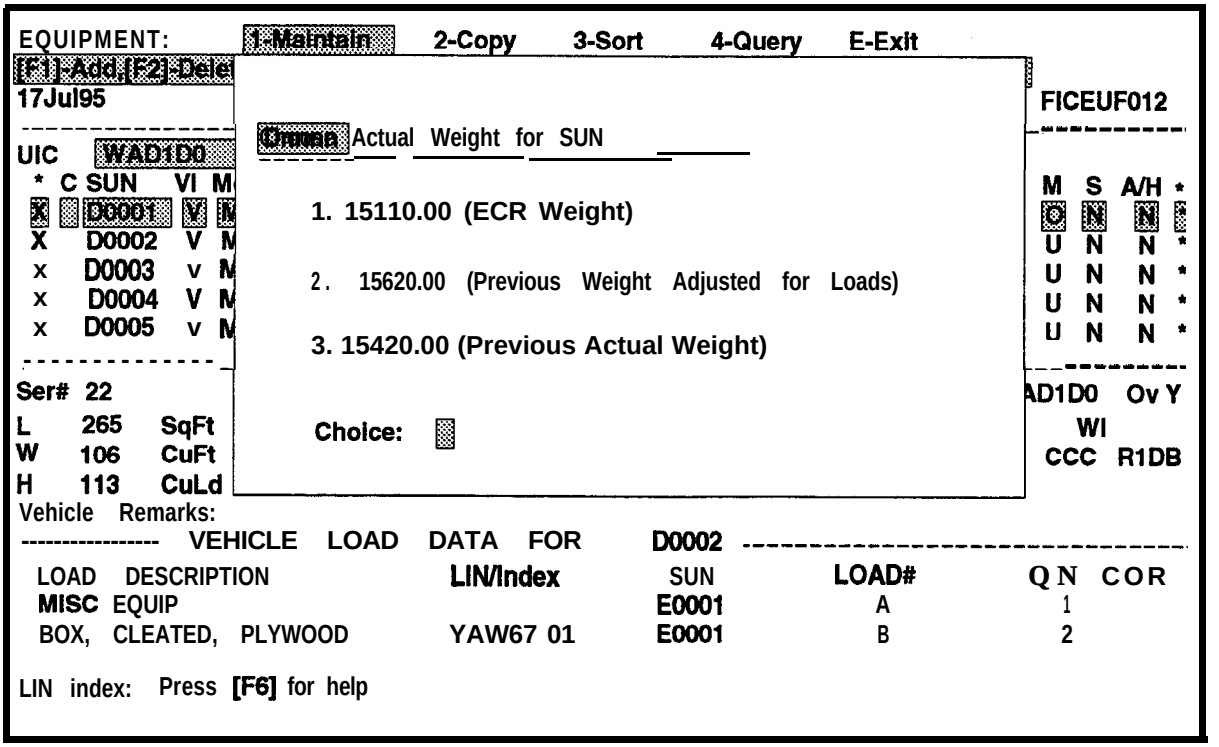

Figure 5-26. Equipment List Data Screen with Choose Actual Weight for Sun Window for a Vehicle Record
(1) If a new value has been entered into **the ActWt** field during this session or since the last time you worked with loads, the Choose Actual Weight for SUN window will be displayed as shown in Figure 5-26.